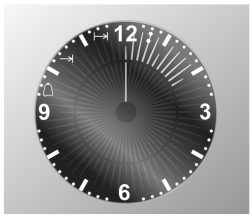

Afb. 2
- Gebruik de toetsen + / - om de gewenste tijd in te stellen. Op het display zal voor ieder ingestelde minuut **één segment** oplichten (**Afb. 2** toont 10 minuten kooktijd).